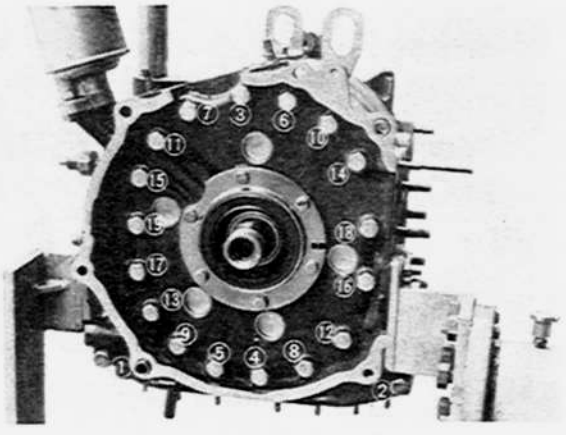

Fig. 1–18 Loosening order
16. Loosen the tension bolts in the order as shown in Fig. 1–18.